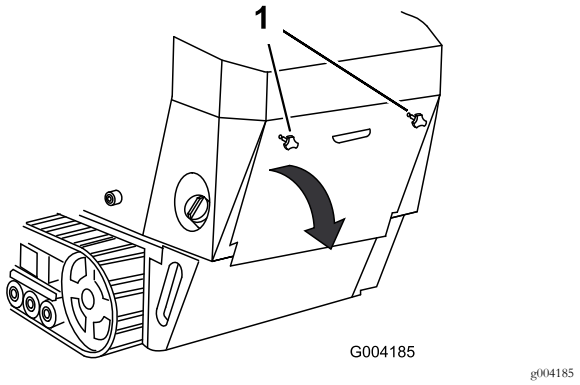

Rysunek 32
1. Odkręć 2 pokrętła mocujące tylną pokrywę dostępową maszyny (Rysunek 32).
2. Odchyl tylną pokrywę dostępową do dołu i zdejmij ją, aby uzyskać dostęp do elementów wewnętrznych (Rysunek 32).